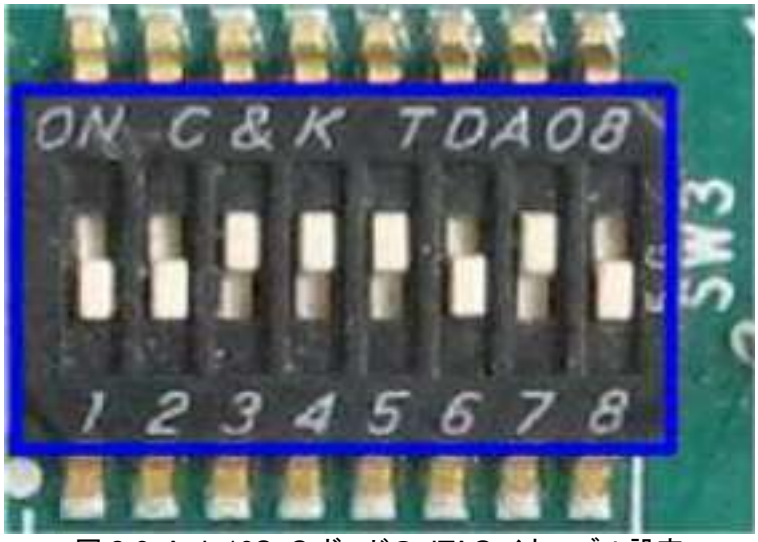

図 2-3: Arria10SoC ボードの JTAG イネーブル設定
b) Arria10SoC ボードの場合、図 2-3 のように SW3[1]/[2]/[6]/[8]を OFF として HPS,FPGA,MAX の JTAG チェーンをイネーブルにします